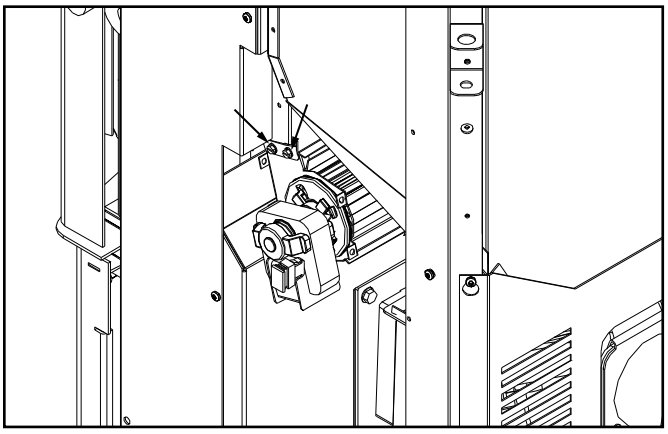

Figure 30: Behind the right cab panels.
3. Slide the fan into place between the bracket (see Figure 30 & 31).
4. Using a flat head screwdriver or a ¼" socket fasten the fan in place with two (2) screws on each side.